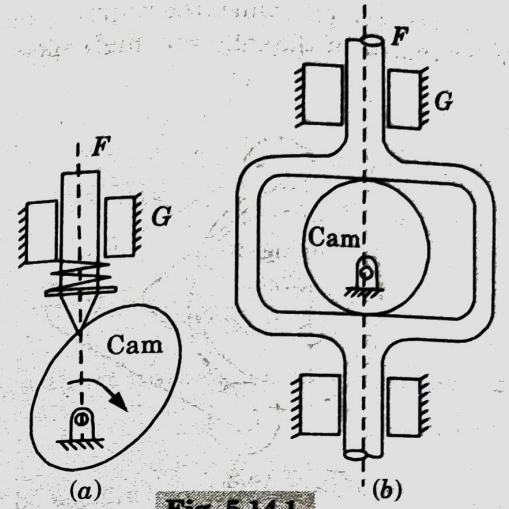

Fig. 5.14.1.
1. A cam in which the follower moves radially from the center of rotation of the cam is known as a radial or a disc cam (Fig. 5.14.1(*a*) and (*b*)).